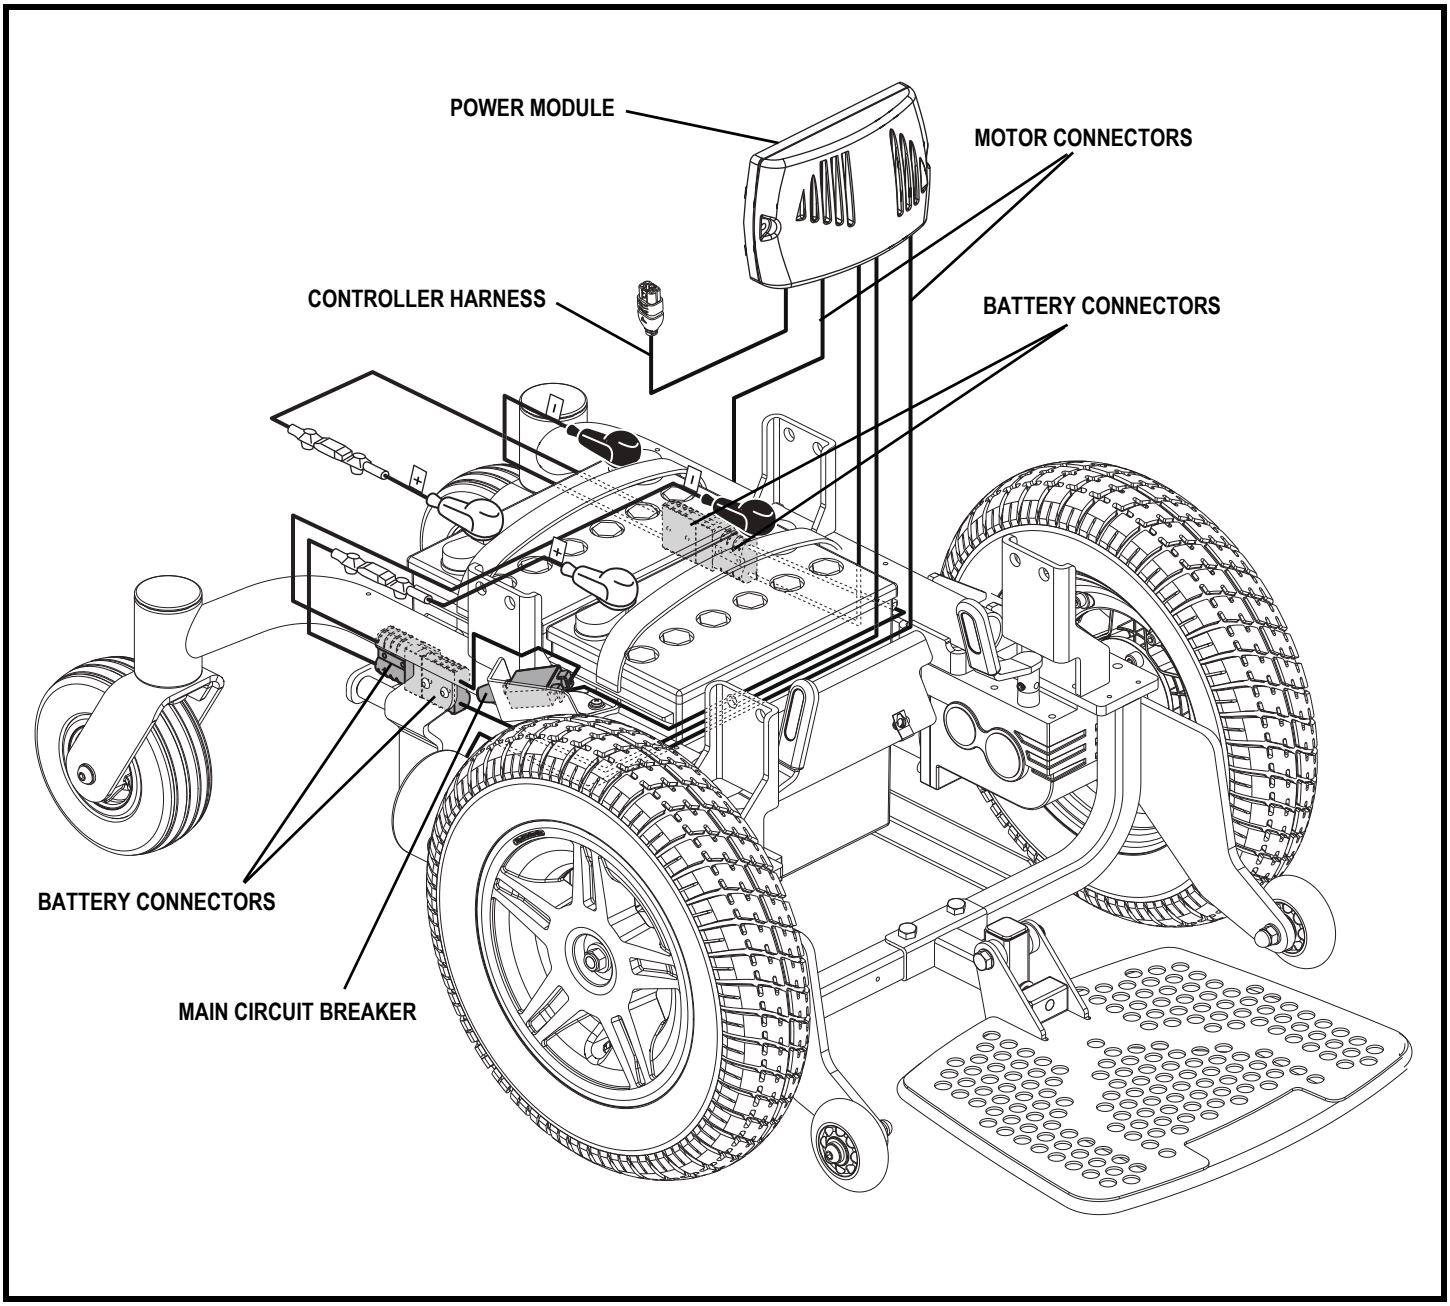

Figure 3. Jazzy Elite Series Electrical Components
The electrical components are located either on or inside the power base. The main circuit breaker is located on the right side of the power base. The power module is located under the front cover. **See figure 3.**
Main Circuit Breaker: The main circuit breaker is a safety feature built into your power chair. When the batteries and the motors are heavily strained (e.g., from excessive loads), the main circuit breaker trips to prevent damage to the motors and the electronics. If the circuit trips, allow your power chair to "rest" for approximately one minute. Next, push in the circuit breaker button, turn on the controller, and continue normal operation. If the main circuit breaker continues to trip repeatedly, contact your authorized Pride Provider. **See figure 3.**
5. Plug the controller connector into the front of the power base. **See figure 3.**
3. Unplug the controller connector(s) from the power base. **See figure 3.**